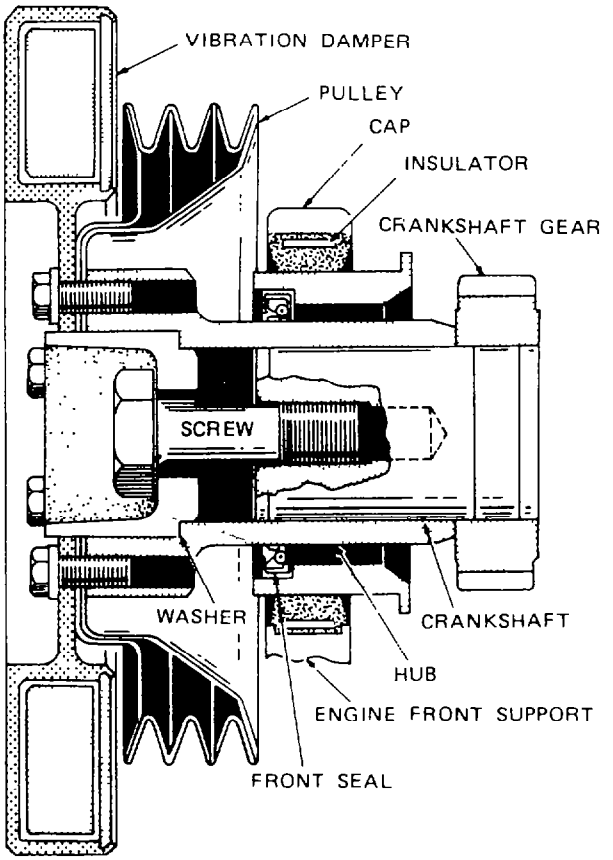

Fig. 89 — Vibration Damper, Hub and Pulley
d. Position the pulley and vibration damper over the thrust plate securing the hub to the crankshaft (see fig. 89); install the retaining bolts and torque them to 62 Nm (45 lb.ft).